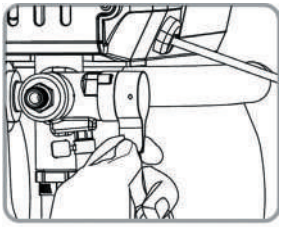

Рис. 29
3. Переведите дренажный кран в положение «слив» и включите питание (рис. 29).